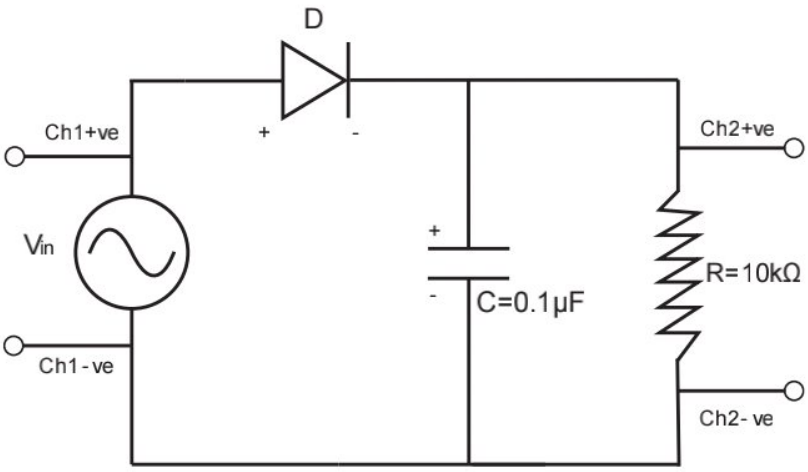

Fig 6.1: AC to DC signal Conversion Circuit
3. Now connect to circuit according to the fig 6.1 & Set the Digital Storage Oscilloscope with the circuit.